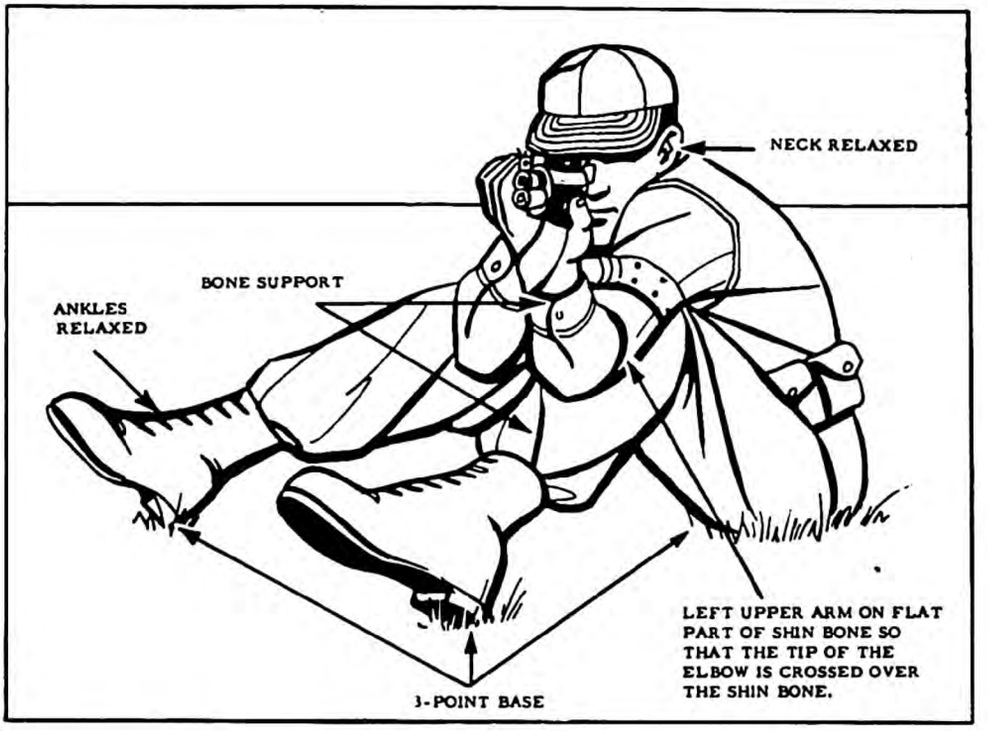
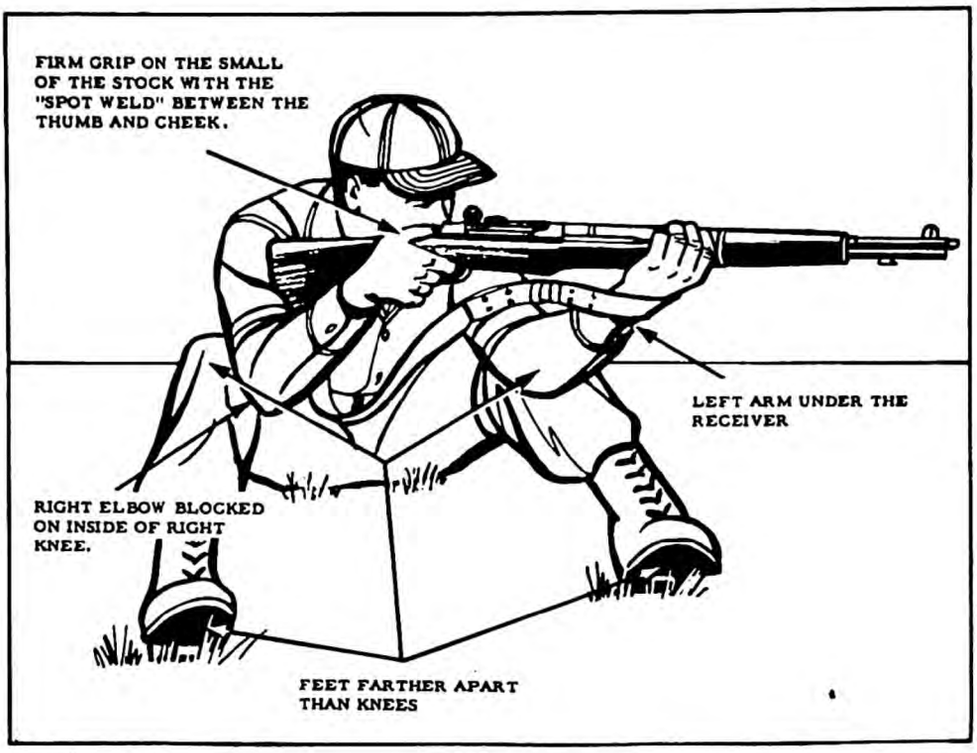

Figure 4-23. The sitting position
Figure 4-24. The sitting position.
Sitting Position. This position is second to the prone position for steadiness. It is suitable for use when the prone position is not feasible, such as in high grass. To assume this position, half face to the right., spread your feet a comfortable distance apart and sit down, breaking your fall with the right hand and arm. Bend forward from the waist, placing the left upper arm on the flat part of the shinbone, the tip of the elbow crossing over the shinbone (fig. 4-23). Maximum contact should be made between the left upper arm and the shinbone. Force the rifle into your shoulder, take a firm grip on the small of the stock and block your right elbow in front of the right knee (fig. 4-24). Relax your body into the sling and aim at your target.
These are the important features of the sitting position (figs. 4-23 and 4-24).
a. The rifle rests in the "V" formed by the thumb and first finger and against the heel of the hand (fig. 4-23).
b. The left elbow is under the rifle; the left wrist is straight (fig. 4-24).
c. Daylight is visible between the sling and the crook of the elbow (fig. 4-24).
d. The left upper arm is forward and down over the left knee, having several inches of contact with the flat part of the left shin, the tip of the elbow crossed over the shinbone (fig. 4-23).
e. The weight of the body is relaxed forward at the waist (fig. 4-23).
f. The feet are farther apart than the knees, with the feet relaxed forward at the ankles (fig. 4-24).
g. The weight of the upper part of the body is forward on the legs (fig 4-23).
h. The butt of the rifle is held in the pocket at the right shoulder by the tension of the sling (fig. 4-24).
i. The right arm is blocked by the right knee (fig. 4-24).
j. The grip on the small of the stock, the position of the trigger finger, and the spot weld between the cheek and thumb are the same as in the other positions (fig. 4-24).